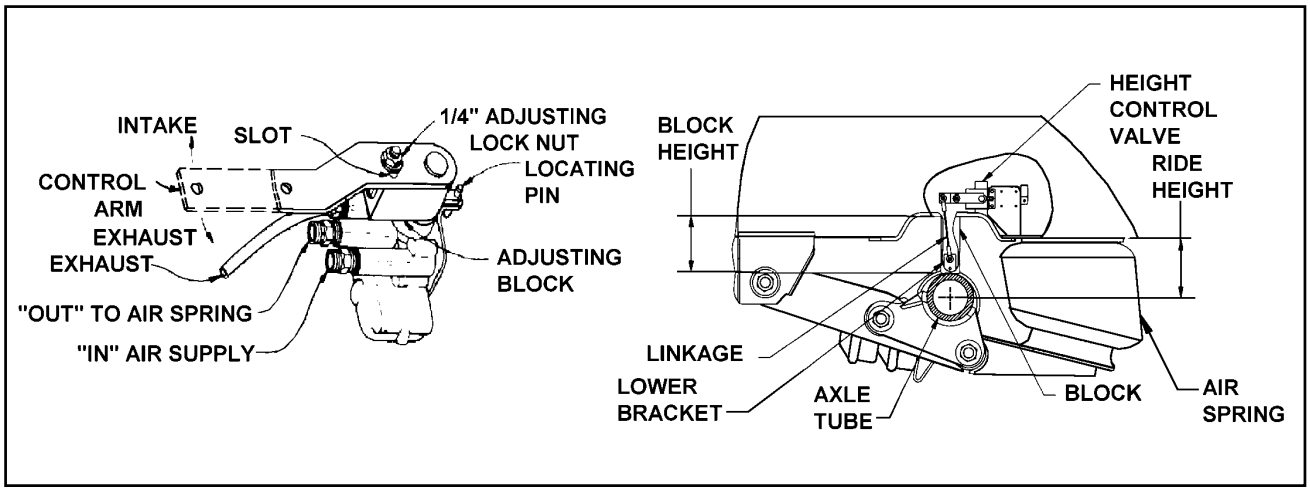

Figure 4-4 Air Ride Height Adjustment
4-6.3 Air Ride Height Adjustment. **(See Figure 4-4** for parts identification)**.**
b. Disconnect linkage at the control arm and raise control arm to the “up” position, raising the trailer until a block can be placed between axle tube and undercarriage frame **(See Figure 4-4).**
f. Loosen the 1/4" adjusting lock nut located on the adjusting block, allowing the control arm to move approximately 1 inch. Move the adjusting block until holes align, then insert locating pin. **(See Figure 4-4)**.